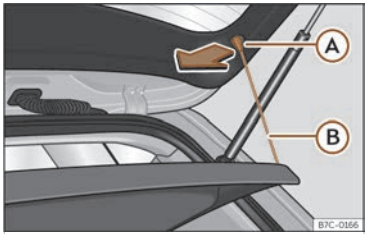

Fig. 183 Dans le coffre à bagages : démonter et remonter la plage arrière.
- Décrochez les tirants de fixation ››› **fig. 183** Ⓑ de leurs logements Ⓐ.
- Attachez les tirants de fixation ››› **fig. 183** Ⓑ au hayon du coffre.